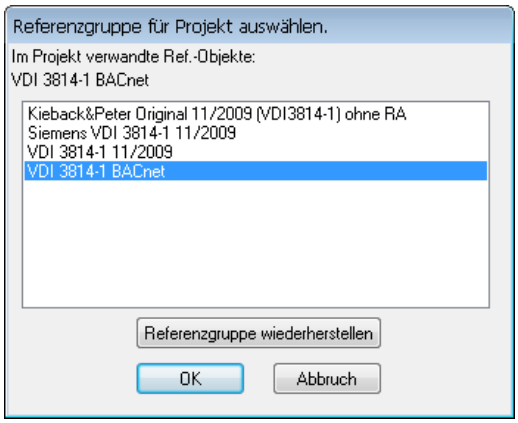

Bild 17.13 – *Teilprojekt Einlesen,* Auswahl des Referenzstandards
- Nun wählen Sie die *Referenzgruppe* für das Teilprojekt. Diese Zuordnung wird bei der Rückgabe nicht ans Hauptprojekt übertragen, sie dient nur zur Bearbeitung des Teilprojektes, z. B. für das Einfügen der korrekten Blöcke ins Automationsschema (Abb. 17.13).